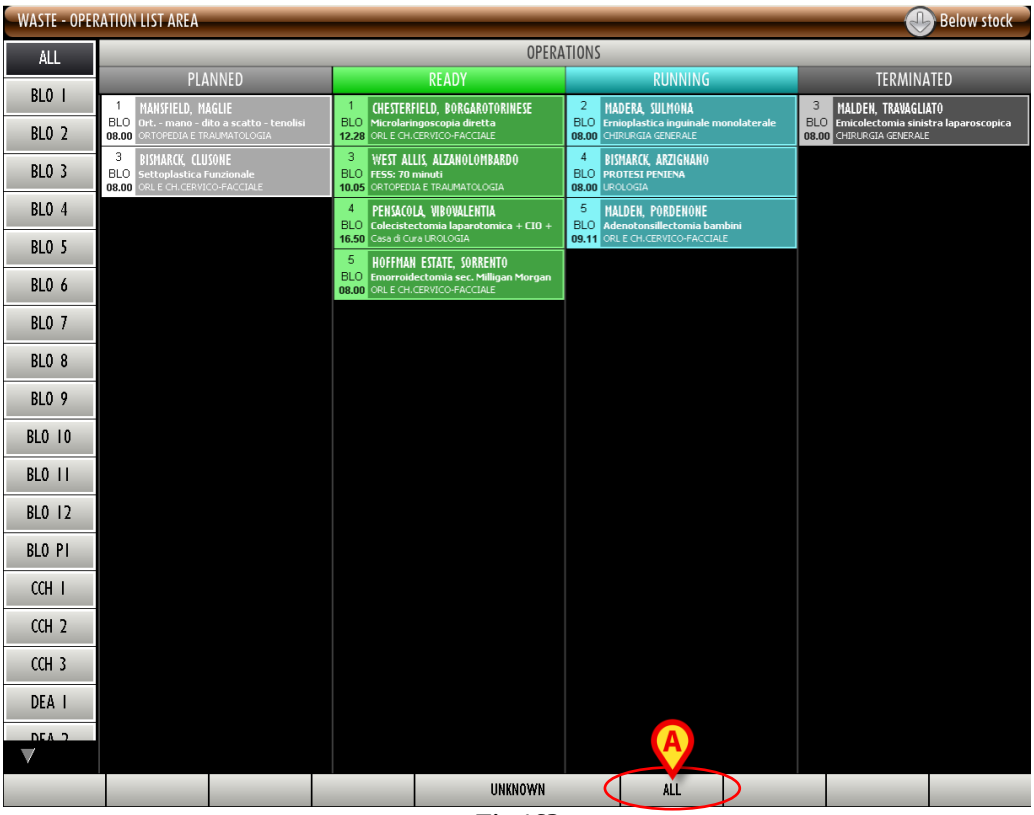

Fig 163
The **All** button on the command bar (Fig 163 **A**) displays the list of all the resources picked in the selected period. All the pickings are displayed: those associated to the operations, those associated to the cost centers, those associated to any other possible relevant entity.
- click the **All** button on the command bar (Fig 163 **A**).